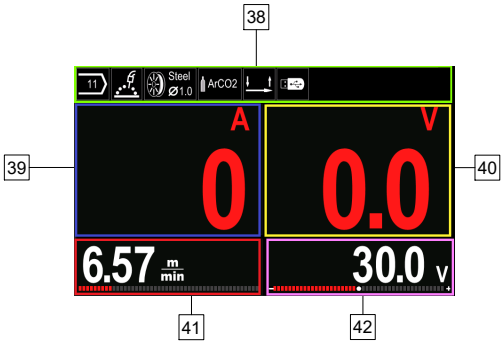
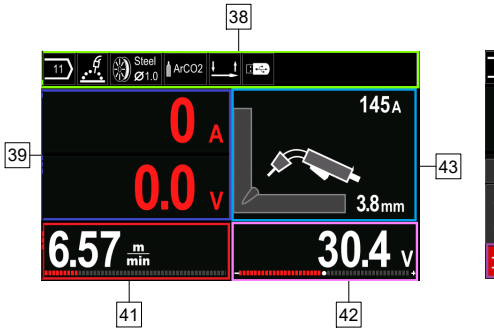

Abb. 7
Abb. 8
- Basic (Abb. 7)
- PRO (Abb. 8)
- Eine der Ansichten auswählen (Basic – Abbildung 7 bzw. PRO – Abbildung 8).